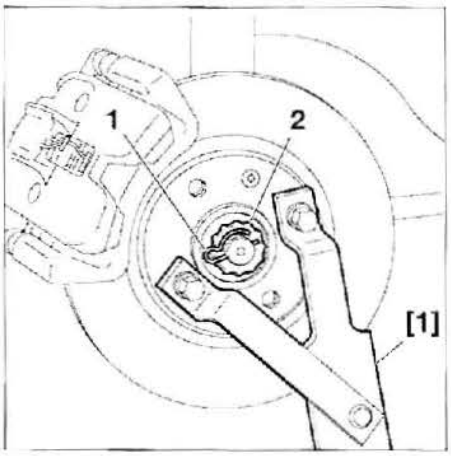

FIG. 1
- Colocar el útil [1] (útil de inmovilización de cubos ref. 6310-T) **(fig. 1)**.